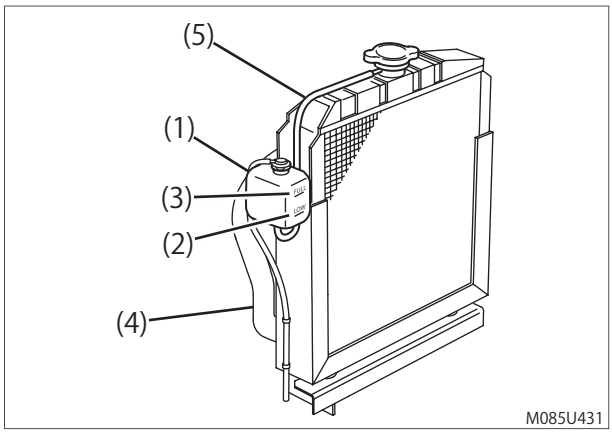

fig. 7–5
(1) Make sure the machine is level.
(2) Make sure the engine and all systems are turned off and the emergency stop buttons are depressed.
(3) Check the level of engine coolant in the reserve tank (fig. 7–5, 1). When the engine is cold, the coolant level in the tank should be at or slightly above the "LOW" (COLD) mark (fig. 7–5, 2) on the coolant reserve tank. If the coolant level is at the "FULL" (HOT) mark (fig. 7–5, 3) when the engine is cold, the coolant will expand when it becomes hot and possibly spray out of the overflow hose.
(4) Add additional engine coolant to the reserve tank if necessary.
(5) Check the radiator hoses (fig. 7–5, 4) for cracks, abrasions, cuts or other damage. Replace as necessary.
(6) Check the hose (fig. 7–5, 5) that connects the reserve tank (fig. 7–5, 1) to the radiator. Be sure it is securely connected and there are no cracks or damage. If the hose is damaged, engine coolant will leak out instead of going into the reserve tank.